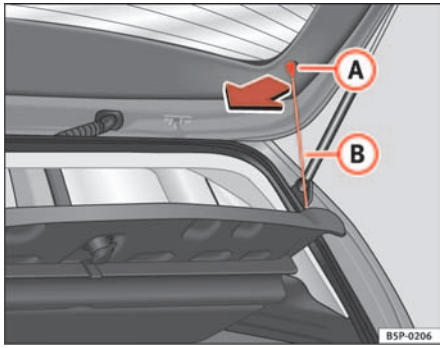

Fig. 119 Luggage compartment cover
– Disengage the loops ⇒ fig. 119 (B) from the allotments (A)